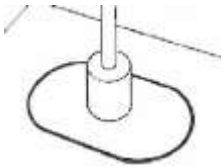

Figure 7
(8) **Remove the tool** after the cycle ends and immediately set a cooling clamp directly onto the center of the plate. (Figure 7)